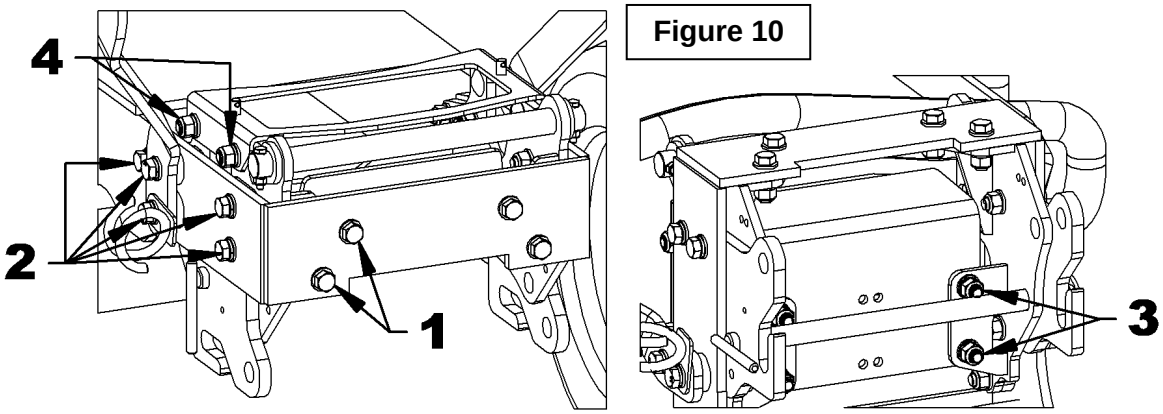

Figure 10
1. **Figure 10 :** Serrer légèrement les quatre boulons hex M12 x 1.75 (item 1) sur le devant du châssis du tracteur afin d'appuyer les supports au dos du pare-choc du tracteur.
2. **Figure 10 :** Serrer légèrement les cinq boulons hex M12 x 1.75 (item 2) sur chaque côté du châssis du tracteur afin d'appuyer les supports sur les côtés du châssis du tracteur. Se référer à l'étape suivante pour la position du support de boyaux à un angle de 10° vers le haut.
3. **Figure 10 :** Serrer tous les boulon hex M12 x 1.75 (items 1 et 2) à un couple de serrage de 67 lb-pi (91 N-m).
4. **Figure 10 :** Serrer tous les écrous à bague de nylon M12 x 1.75 (item 3) à un couple de serrage de 67 lb-pi (91 N-m).
5. **Figure 10 :** Serrer tous les écrous à bague de nylon M12 x 1.75 (item 4) à un couple de serrage de 67 lb-pi (91 N-m).